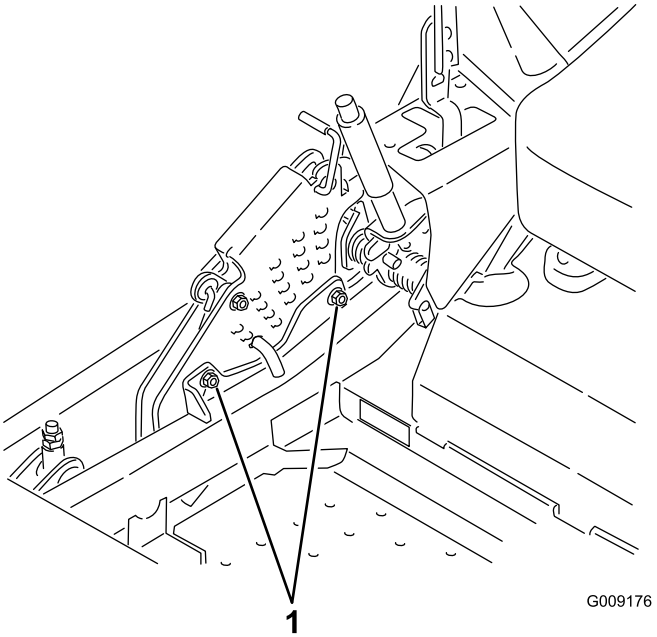

Figur 87
12. Lossa på de två bultarna längst ned på klipphöjdsplattan för att justera enkelpunktssystemet. Se Figur 87.
14. Dra åt de två bultarna längst ner på klipphöjdsplattan (Figur 87). Dra åt till ett moment på 37–45 Nm.